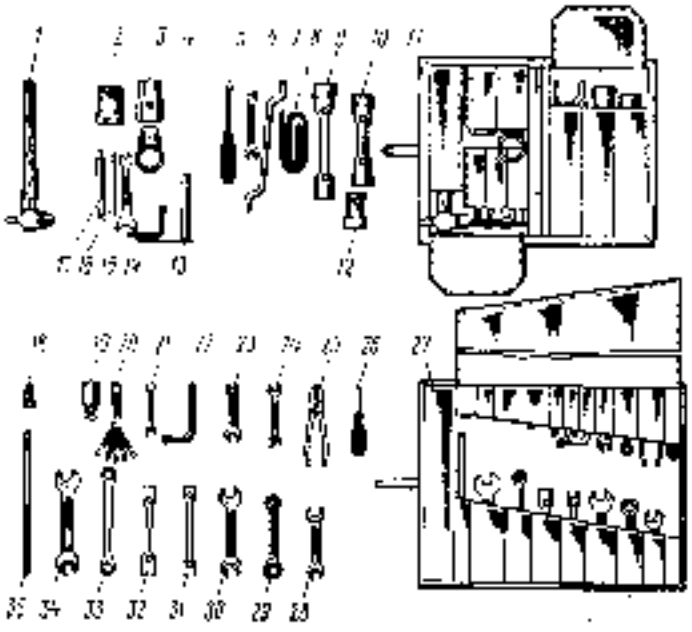
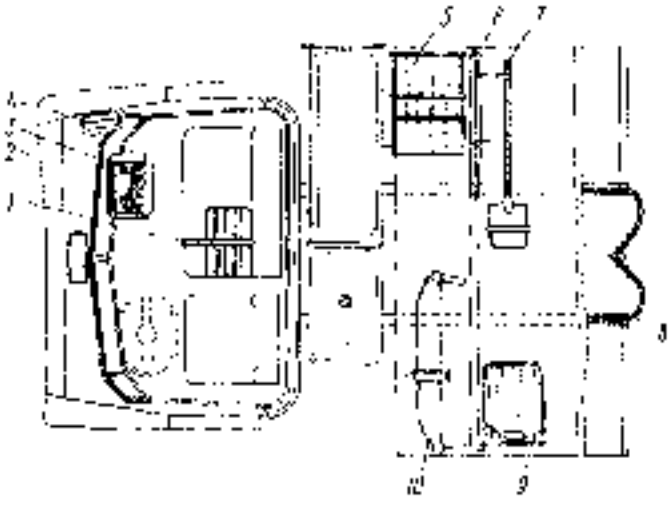

Fig. 155. Tools of Ural-4320-02 Truck
Fig. 157. Location of Tools and Accessories in Ural-4320-02 Truck
When running the truck the amount of the tools and accessories, namely towing rope (item 8, Fig. 157) may be determined by the driver himself.
In tool box 5 (Fig. 157) under platform in large tool bag 11 (Fig. 155)
In tool box under platform in tool bag 27 (Fig. 155)
Fixed under platform (Fig. 157)
In luggage compartment (Fig. 157)
On cab front side panel (Fig. 157)
On platform (Fig. 157) (placed in jacket and fixed on front board)